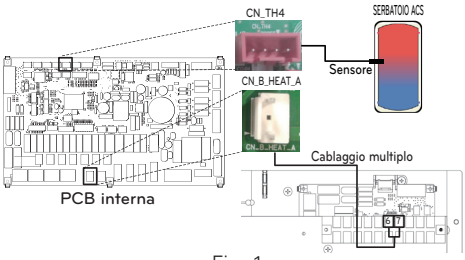

Fig. 1
Passo 4. Collegare l'alimentazione al kit serbatoio per ACS come mostrato nella fig. 1.